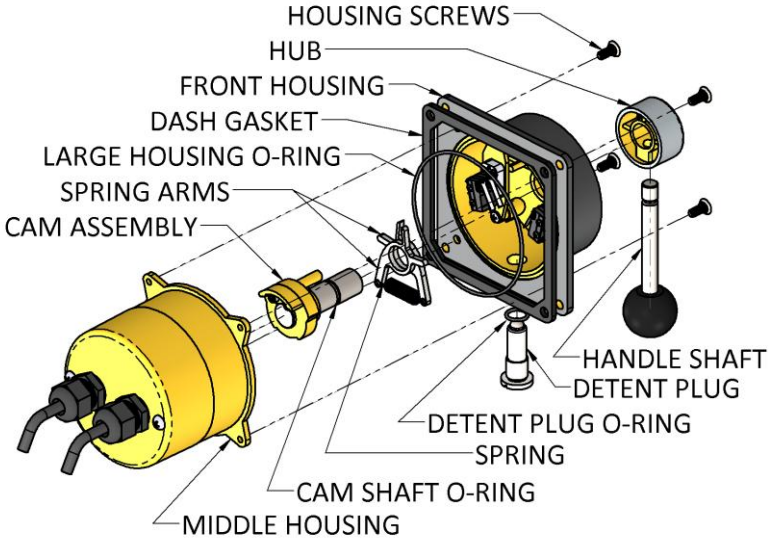

Figure 12: 7196 Parts Diagram for Maintenance
12. Reassemble unit as shown in Figure 12.